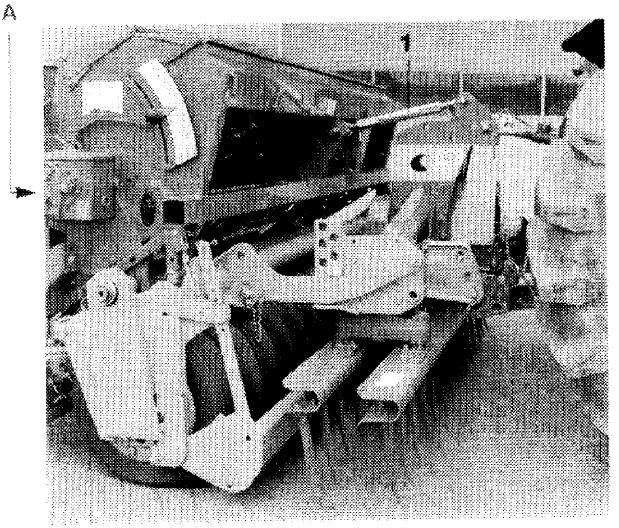
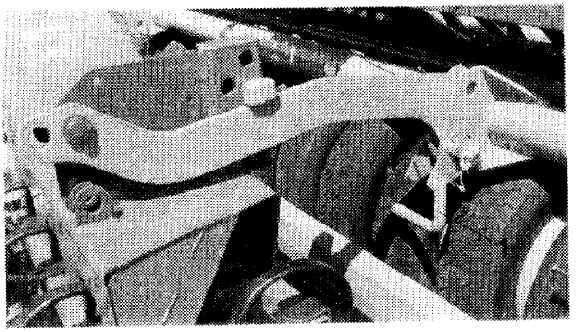

Fig. 27
Fig. 28
Die **beiden oberen Tragarmbolzen** (Fig. 13/1) am Reifenpacker nach dem Ankuppeln der Drillmaschine **entfernen**, damit der Bremshebel (Fig. 28/1) wirksam werden kann, und die Reifenpacker-Aufbau-Drillmaschine sich in der Parallelogrammaufhängung frei bewegen kann. Oberlenker (Fig. 27/1) zuvor so weit verstellen, bis die beiden Tragarmbolzen mühelos entfernt werden können.
- Oberlenkerlänge (Fig. 27/1) so einstellen, daß die Drillmaschinen-Rückwand im Bereich A (Fig. 27) etwa senkrecht steht.